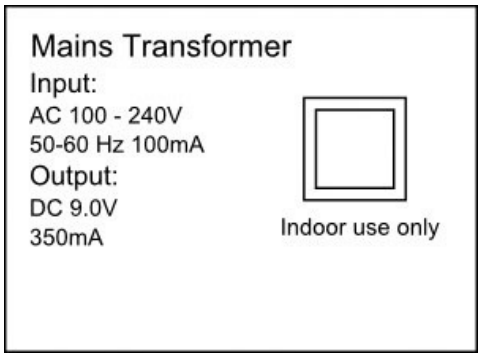

Figure 3–30. UL double-insulation symbol example.
a. They are identified as double insulated on an UL sticker attached to the unit. See figure 3–30 for an example.